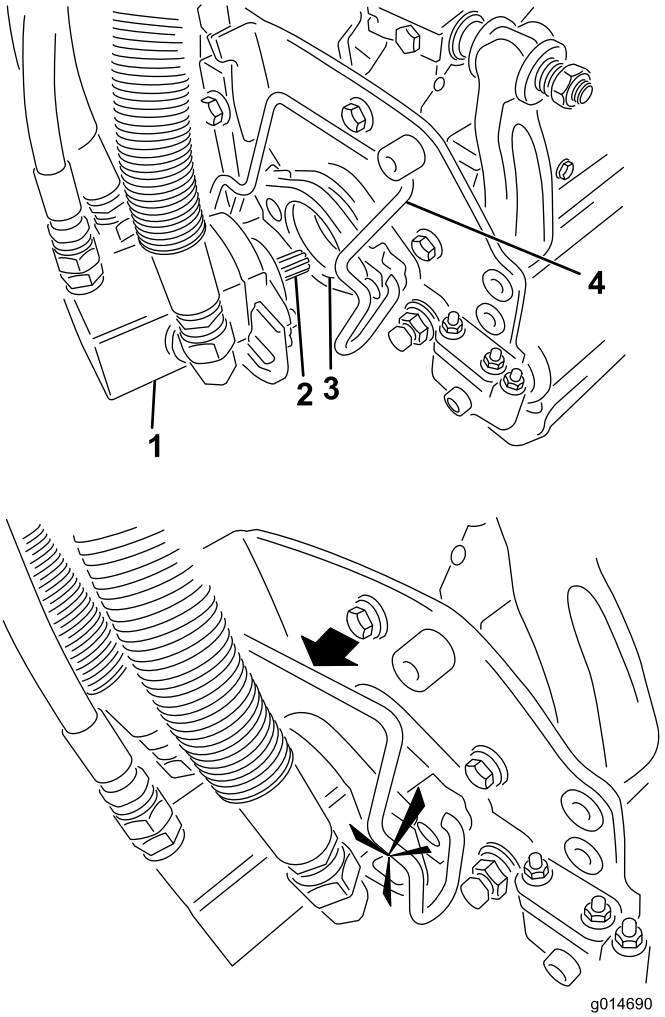

Figur 14
7. Dekk kileakselen i klippeenhetsmotoren med rent smørefett (Figur 14).
8. Sett motoren inn på klippeenhetens venstre side (fra brukerens synspunkt), og dra motorholdebøylen på klippeenheten mot motoren til du hører et "klikk" på begge sider av den (Figur 14).